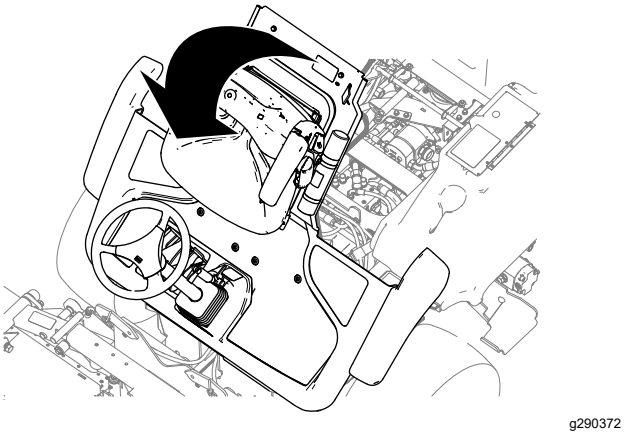

Figuur 43
2. Breng het platform omhoog (Figuur 43).